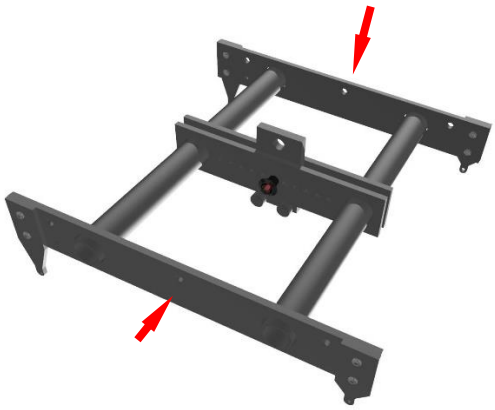

Abbildung 7: Bohrungen zum Anbringen von Absturzsicherungen
- Die **mittigen Bohrungen 12,5 mm** dienen zum Anschlagen von Absturzsicherungen (Ketten, Schäkel, Seile) – siehe Abbildung 7